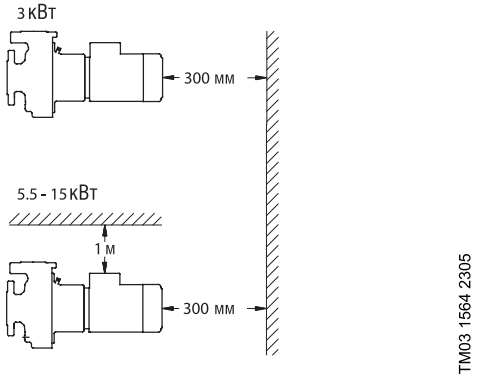

Рис. 10 Горизонтальная установка
- расстояние 300 мм от стены за электродвигателем мощностью 3 кВт (см. рис. 10).
- расстояние 300 мм от стены за электродвигателем и не меньше 1 метра над двигателем мощностью 5,5 кВт и больше (см. рис. 10).